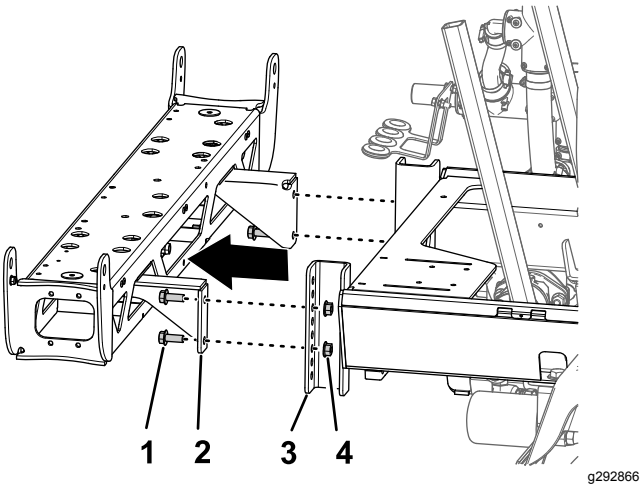

Figur 81
3. Ta bort de fyra flänsskruvar (1/2 x 1 1/4 tum) och de fyra flänslåsmuttrar (1/2 tum) som fäster centersprutrampssektionens stödfästen på sprutramens monteringskanal och ta bort centersprutrampssektionen från maskinen (Figur 81).